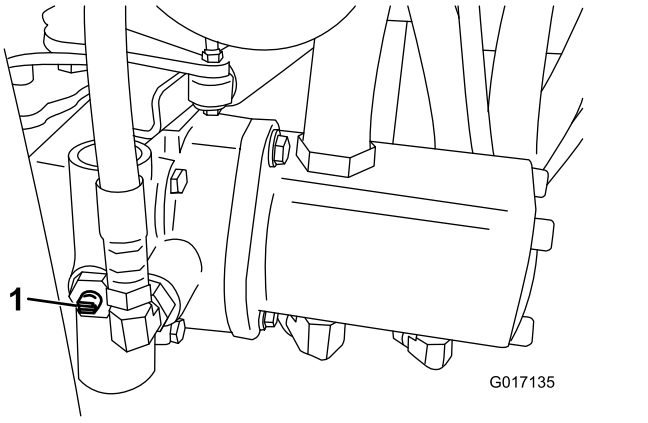

Figur 24
1. Finn omløpsventilen på pumpen, og vri den slik at åpningen står vertikalt (Figur 24).
står horisontalt (Figur 24). Ikke start motoren når ventilen er åpen.